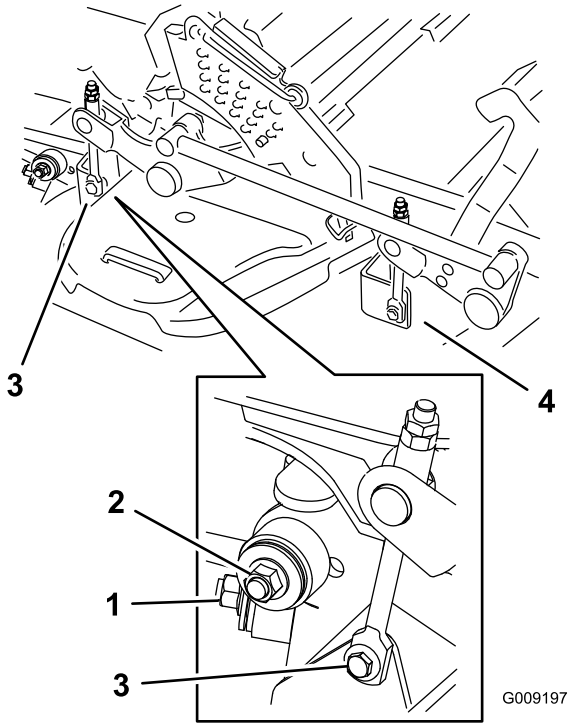

Figura 96
8. Retire y guarde los herrajes de ambos lados de la carcasa, según se muestra en Figura 96.